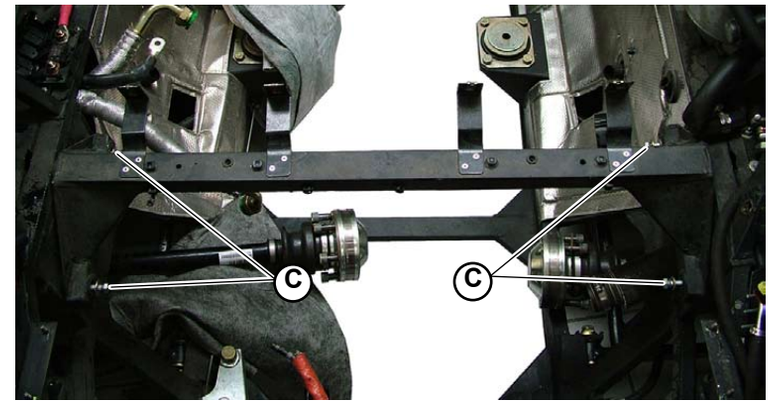

Fig.2
3. Remove the rear cross member, unscrewing the 4 screws (**C-Fig.2**) of the two inner sides.